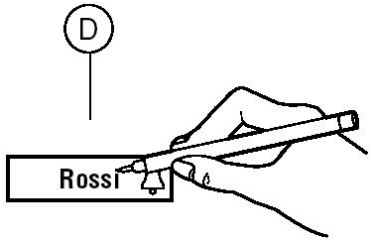

rys.20
9) Wypisać nazwisko etykiecie (**rys. 20**),